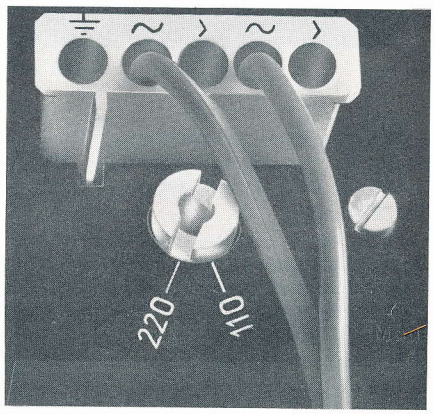

Fig. 2
B. n° 213 982; AMP n° 160 565/1 (fig. 2)